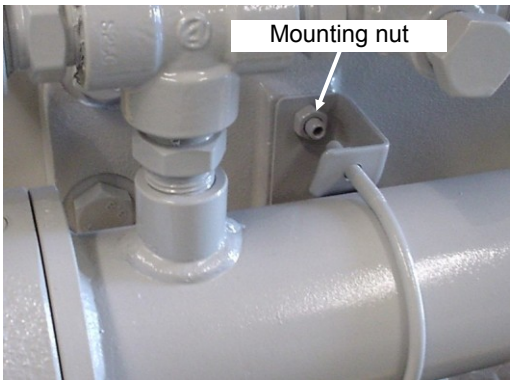

Fig. 5-17 Water-cooled Oil Cooler
- The water-cooled oil cooler, as shown in Fig. 5-17, is secured to the hand hole cover with nuts (4 pcs.) The oil cooler can be removed from the hand hole cover after the nuts (4 pcs.) are undone.